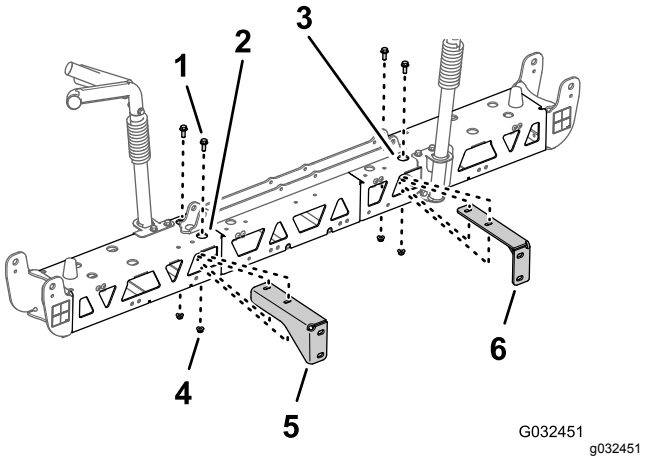

Figur 56
2. Juster hullerne i højre støttebeslag, så de passer med hullerne i højre afstiverstel som vist i Figur 56.
3. Sæt det højre støttebeslag på højre afstiverstel (Figur 56) med de 2 flangehovedbolte (3/8 x 1 tomme) og 2 flangelåsemøtrikker (3/8 tomme), som du afmonterede i trin 2 og 3 i Afmontering af støttebeslagene fra midtersprøjtesektionen (side 26).
4. Gentag trin 2 og 3 for det venstre støttebeslag ved venstre afstiverstel (Figur 56).